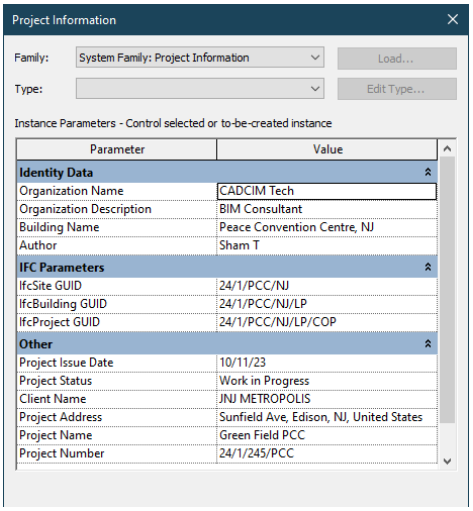

Figure 2-30 *The partial view of the* ***Project Information*** *dialog box*
d. Specify the project information, refer to Figure 2-30.
2. In the **Project Information** dialog box, specify the project parameters as given in Figure 2-30.